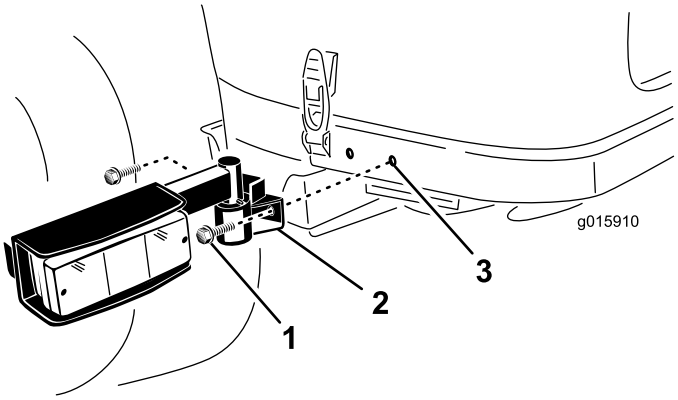

Figure 8
1. Using the mounting holes to the rear of the hood latches, secure a lamp assembly to each side of the rear frame with (2) 3/8 x 3/4 inch washer head screws (Figure 8). If the mounting holes are not in the rear frame, process to the next step